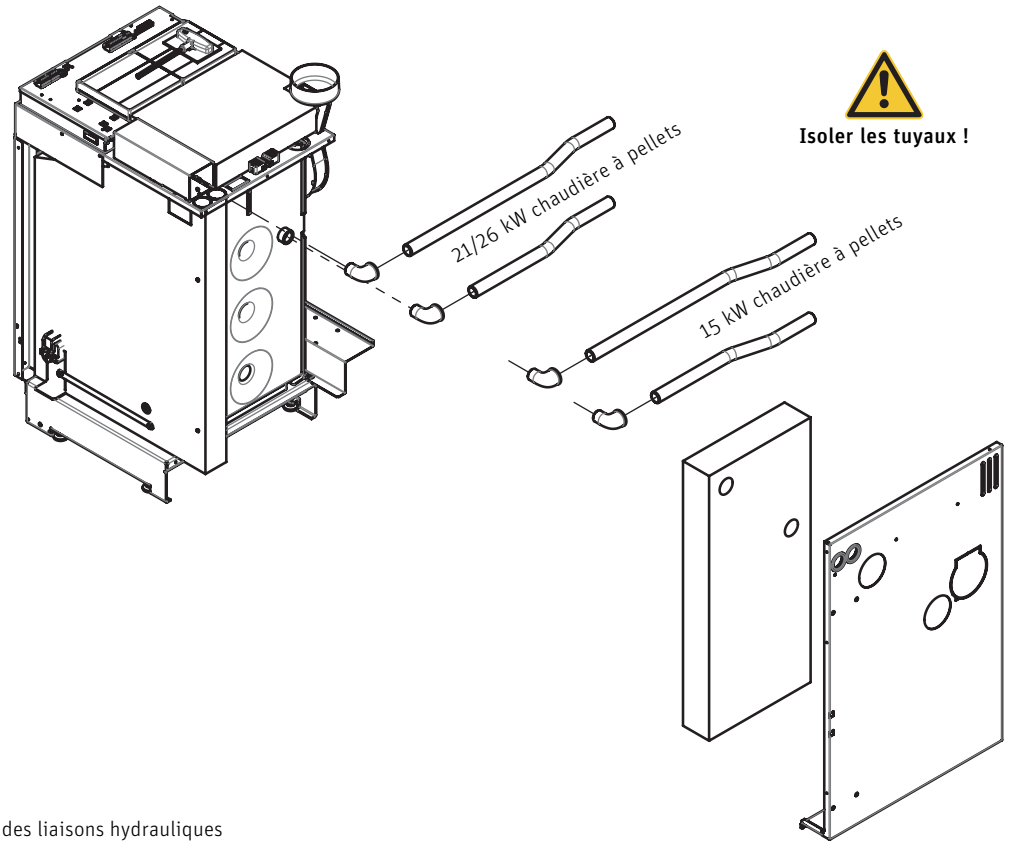

Fig. 91 Montage des liaisons hydrauliques
– Dévisser la paroi arrière et inciser l'isolation – Fig. 91.
– Confectionner la des liaisons hydrauliques (accessoire DUO 001) – Fig. 91.